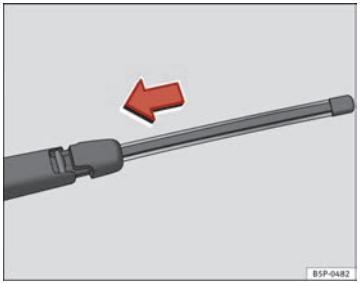

Fig. 187 Fitting the rear window wiper blade ▶
– Place the blade as shown in the ⇒ Fig. 187 and slide the adapter along until it engages.